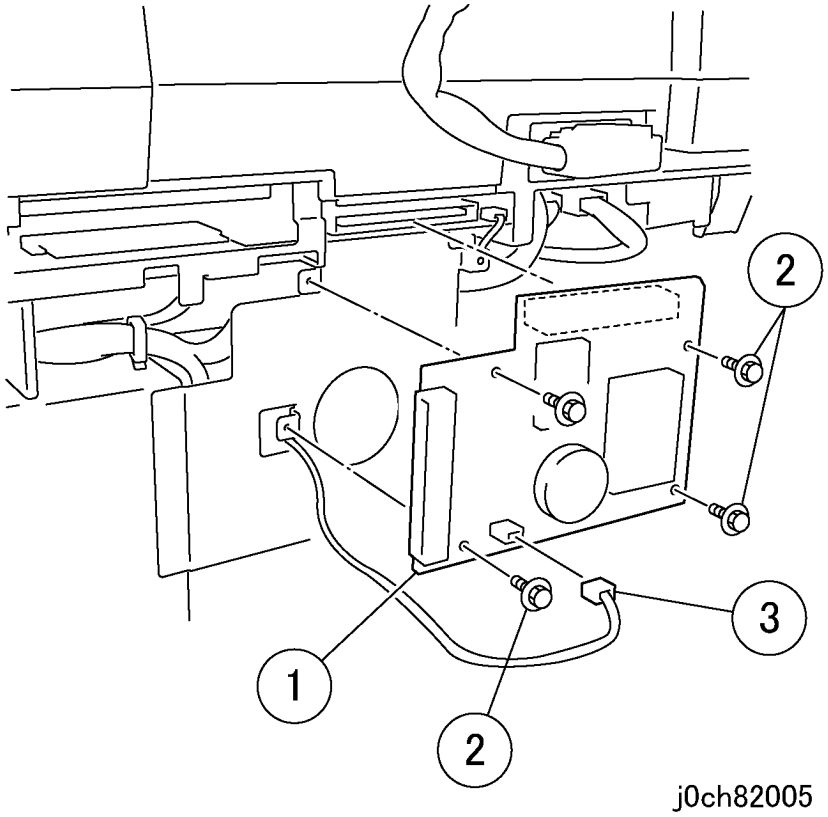

Рисунок 9 Установка ADC PWB (j0ch82005)
8. Установите ADC PWB (рисунок 9).